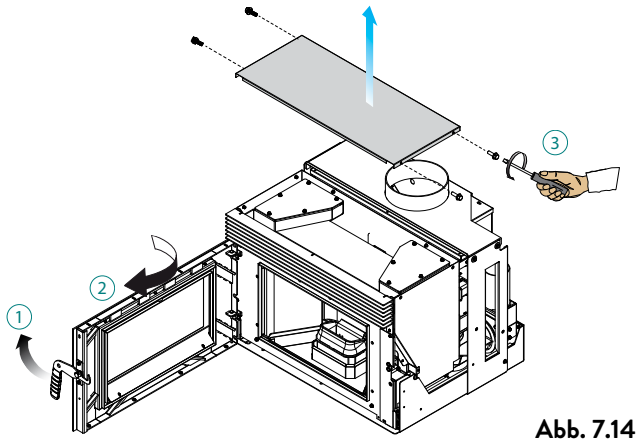

Abb. 7.14
A) Die Tür öffnen (1), die obere Platte (2) entfernen, beide Stopfen (3) abschrauben und entfernen (Abb. 7.14),